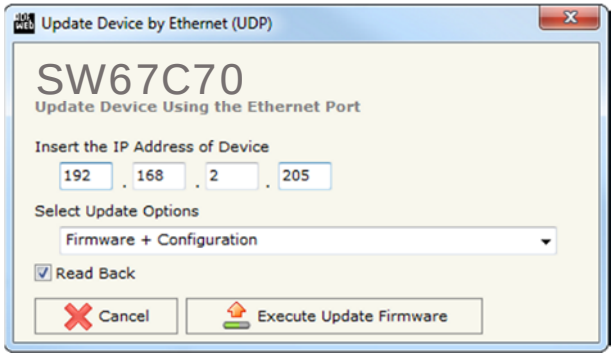

Abb. 13: Geräteupdate
- Wählen Sie aus, welche Operationen Sie durchführen wollen (Abb. 13).